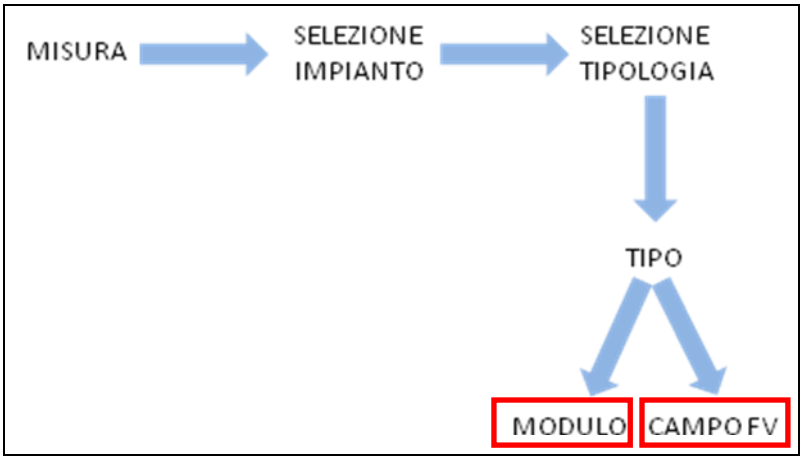

Figura 14.7.3-21 Schema selezione misura Curva I-V
- TEST eseguito su Modulo (vedi Figura 14.7.3-21):